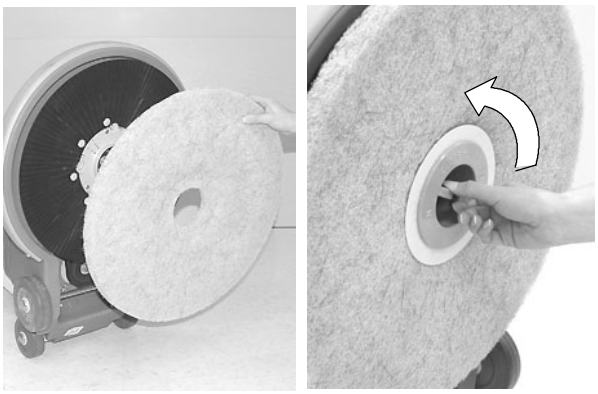

FIG. 2
3. Pour installer le patin, retirez la bague de blocage central en plastique du pignon menant du patin, en la tournant dans le sens des aiguilles d'une montre. Positionnez le patin sur le pignon menant et réinsérez la bague en la faisant pivoter dans le sens contraire des aiguilles d'une montre. Assurez- vous que la bague de blocage central est fixée fermement (Figure 2).